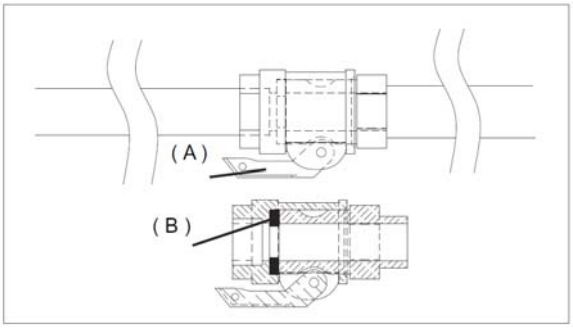

FIG.8
Ouvrir le robinet d'air de la lance. À 3 ou 4 reprises, activer et désactiver la roue à cellules à l'aide de l'interrupteur spécial (2 -3 secondes de marche, 2-3 secondes d'arrêt) et l'activer ensuite définitivement. Régler l'eau jusqu'à obtenir la consistance recommandée par le producteur du matériau. Fermer le robinet de l'air au pistolet. Prendre les tuyaux du matériau, contrôler qu'ils sont en bon état, que les raccords sont intègres et que les joints d'étanchéité respectifs sont présents, verser dans le premier tronçon 3 litres environ de coulis, les relier ensuite au collecteur de refoulement (repère 10) et à la lance pulvérisatrice. Contrôler que les leviers à cames (A) des raccords sont correctement serrés et que le joint d'étanchéité (B) est présent comme sur la fig.8.